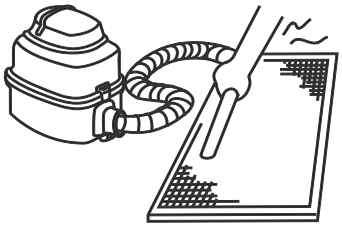

Figura 35
a. O lado da entrada de ar deve ficar voltado para cima quando se utiliza um aspirador de pó. (Consulte a Figura 35)